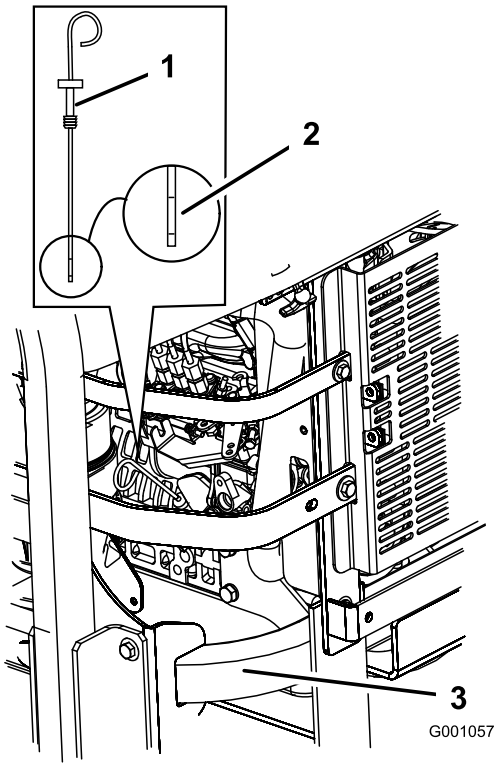

**Figuur 30**
3. Maak de omgeving van de peilstok schoon (Figuur 30), zodat er geen vuil in de vulopening kan komen, waardoor schade aan de motor kan ontstaan.
4. Trek de peilstok eruit en veeg het metalen deel schoon (Figuur 30).
5. Schuif de peilstok helemaal in de vulbuis. Trek de peilstok uit en controleer het oliepeil op het metalen deel (Figuur 30). Als het oliepeil te laag is, moet u langzaam net genoeg olie in de vulbuis gieten totdat het peil de Vol-markering bereikt.